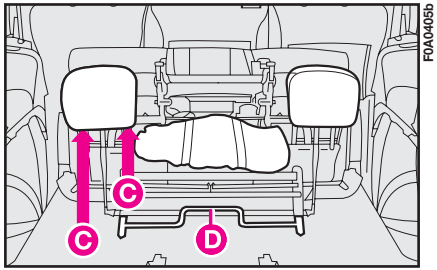

fig. 128
– placer les appuis-tête dans les endroits prévus **C-fig. 128** obtenus dans la base du siège.
Si l'on souhaite enlever le siège pour obtenir un espace de chargement plus grand, après avoir renversé tout le siège, enlever la boîte à outils (en la rangeant à bord du véhicule) puis agir sur le levier **D-fig. 128** et dégager les crochets de leurs sièges.